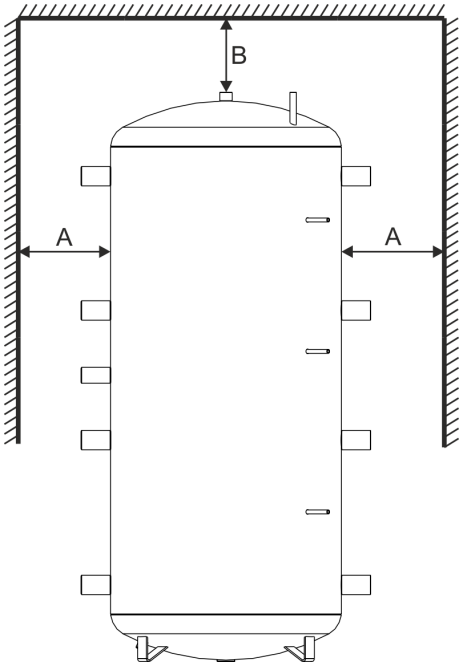

Abb. 3: Mindestabstände
1. Achten Sie bei der Aufstellung auf einen ausreichenden Abstand zu den Wänden (Abb. 3/A) und der Decke (Abb. 3/B).